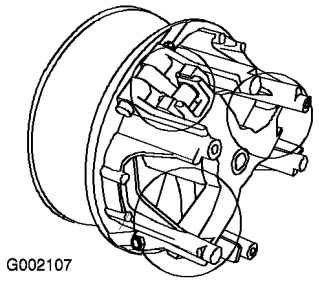

Figur 47
5. Smörj de rörliga delarna i de områden som är inringade i Figur 47 med torrt sprayfett från Toro. Detta finns att köpa från din auktoriserade Toro-återförsäljare eller distributör.